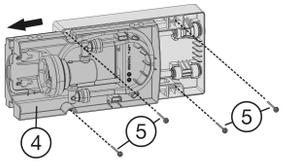

*Fig. 38*
▶ Extraiga el cajón *Fig. 38 (4)* hasta la posición de enclavamiento.
▶ Atornille el módulo con 4 tornillos *Fig. 38 (5)* en la parte delantera a través de las escotaduras y en la parte trasera directamente a través del módulo.